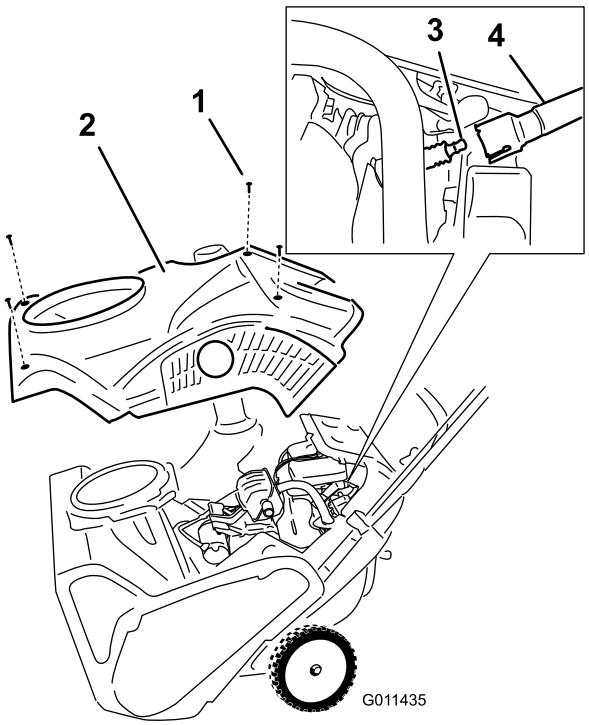

Figur 34
4. Fjern de fire skruer, der fastholder afskærmningen (Figur 34).
1. Skrue (4)
6. Fjern afskærmningen (Figur 34).